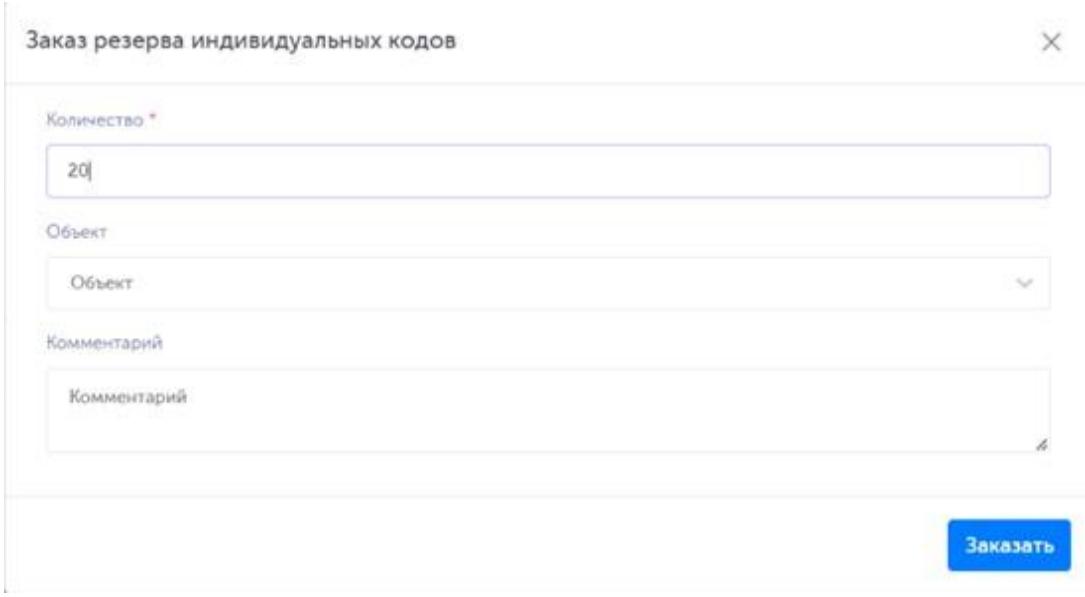

Рисунок 2-9
2) в открывшейся форме «Заказ резерва индивидуальных кодов» (Рисунок 2-9) указать количество кодов и выбрать из выпадающего списка объект, при необходимости указать комментарий;